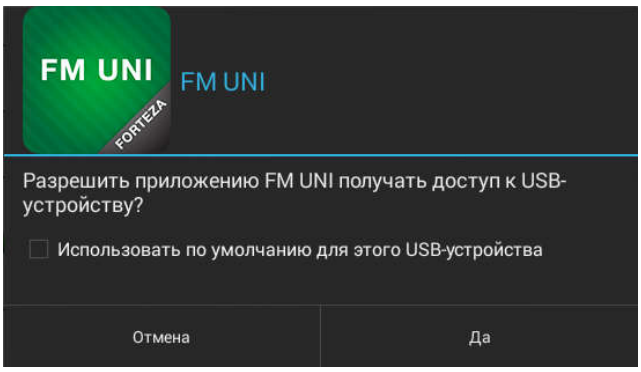

Рисунок 2.30
2.3.7.4.6 Нажать кнопку «Подключиться», после чего всплывет разрешение на доступ к USB устройству (рисунок 2.30).